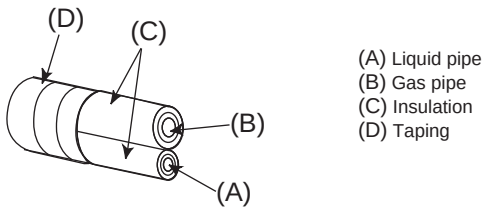

Fig. 4-1
4.2. Connecting pipes (Fig. 4-1) (Fig. 4-2)
When commercially available copper pipes are used, insulate both the liquid and gas pipes separately with commercially available insulation materials (heat-resistant to 100 °C, 212 °F or more, thickness of 12 mm, 1/2 inch or more). (Fig. 4-1)